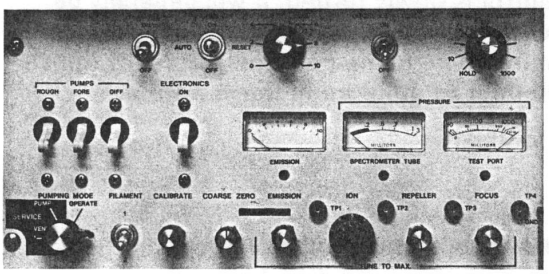

Figure 5-2. Tuning Controls
3. Turn off the calibrated leak. Refer to Figure 5-2 for steps below.